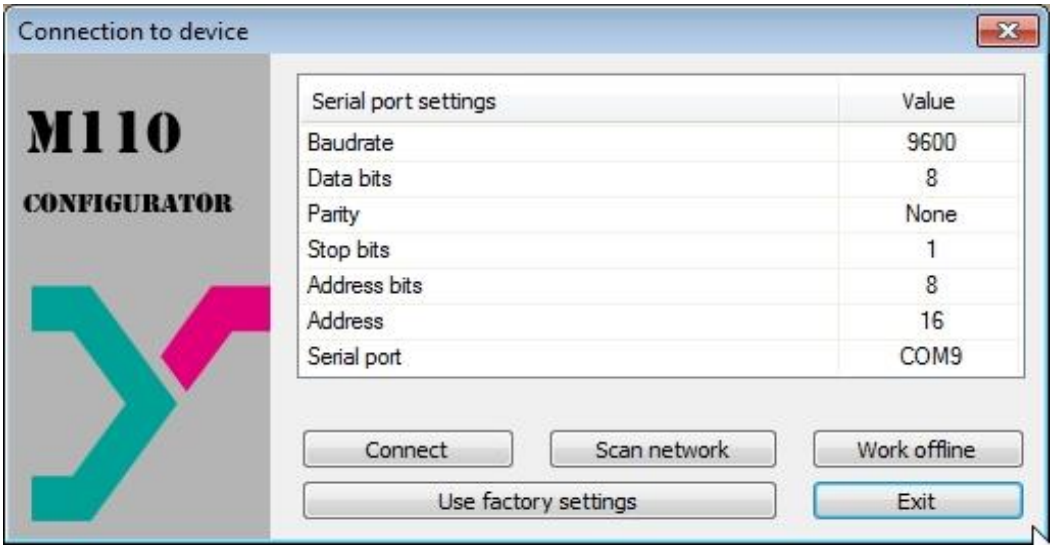

Fig. 8.1 Ventana de inicio del software de configuración
- En la ventana 'Conexión al dispositivo' establecer los parámetros por defecto (ver Tabla 8.1) o hacer click en el botón 'Use factory settings' (ver Fig. 8.1)